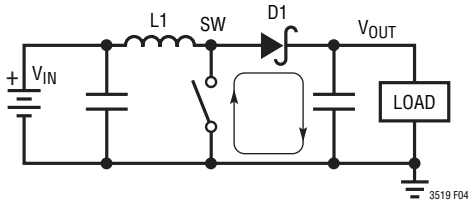
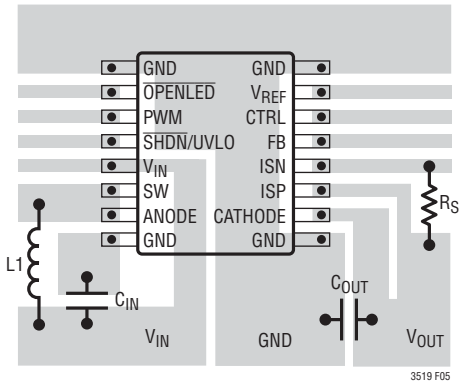

Figure 4. High Frequency Path
Figure 5. Suggested Layout
As with all switching regulators, careful attention must be paid to the PCB board layout and component placement. To prevent electromagnetic interference (EMI) problems, proper layout of high frequency switching paths (see Figure 4) is essential. Minimize the length and area of all traces connected to the switching node pin (SW). Keep the sense voltage pins (ISP and ISN) away from the switching node. The bypass capacitor on the V_{IN} supply to the LT3519 should be placed as close as possible to the V_{IN} pin and GND. Likewise, place C_{OUT} next to the CATHODE pin. Do not extensively route high impedance signals such as FB and CTRL, as they may pick up switching noise. Figure 5 shows the recommended component placement.